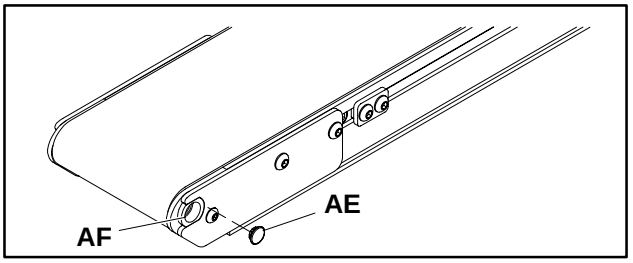

Abbildung 12
1. Mit einem kleinen Schraubendreher mit flacher Klinge den Stopfen (AE siehe Abbildung 12) aus der Halterung lösen (AF).